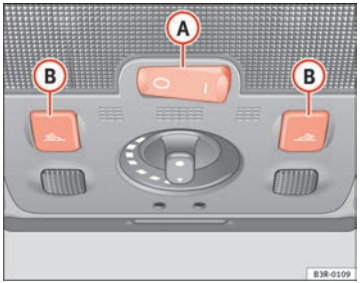

Abb. 91 Ausschnitt aus Dachhimmel: Innenbeleuchtung vorne
Der Kippschalter (A) ⇒ Abb. 91 zur Bedienung der Innenleuchte vorn hat folgende Funktionen: